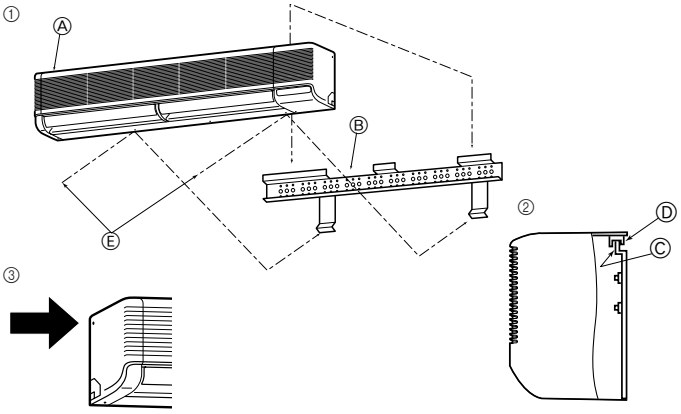

Fig. 3-10
3.3. Anbringen der Innenanlage (Fig. 3-10)
① Vergewissern, dass die Metallschnepper der Innenanlage über die Haken der Wandbefestigung gehängt werden.
② Wenn die Verlegung der Rohrleitung abgeschlossen ist, die Innenanlage mit den Sicherungsschrauben an der Wandbefestigung befestigen.